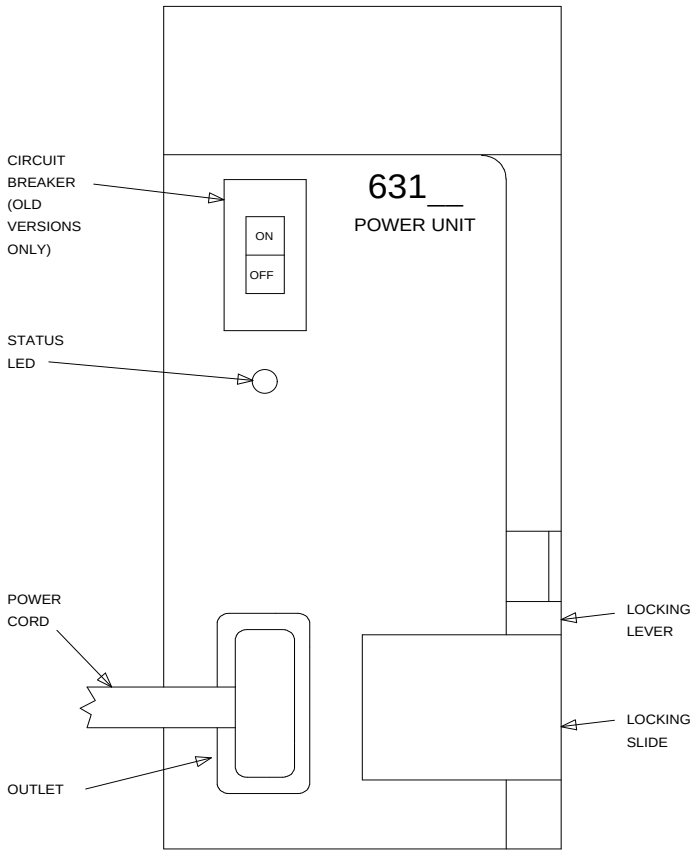

Figure 4-47. 631-Type Power Unit
19. Connect the power cords to the power units. The power cords are the white cables equipped with plugs that are run through the slots in the front of each carrier (see Figure 4-47).